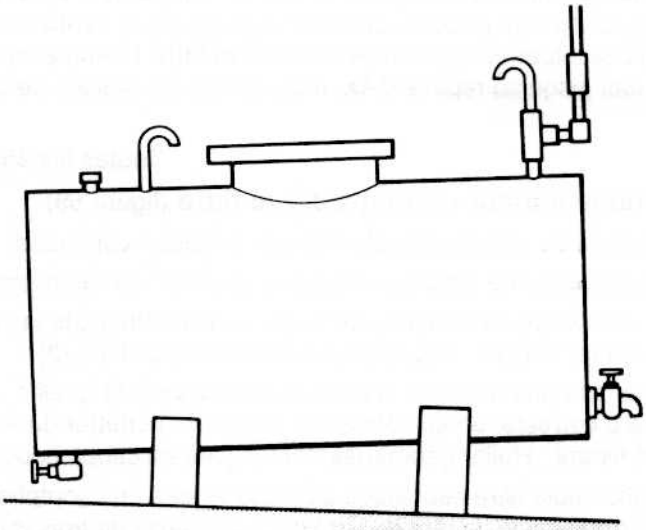

fig 66
4. Figure 66. La citerne doit être placée à l'abri et sur un berceau de hauteur suffisante pour pouvoir remplir le réservoir de la machine par gravité. Elle doit comporter un trou d'homme pour permettre de procéder au nettoyage.